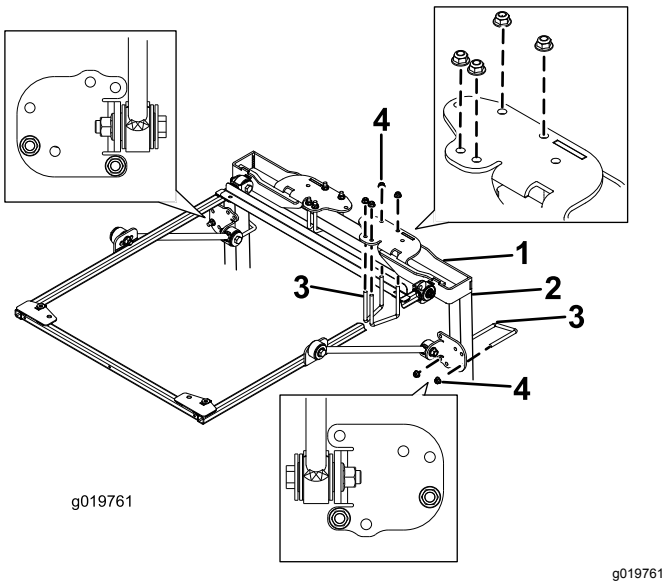

Figura 3
4. Posicione os suportes de montagem do ROPS na parte superior da barra de segurança da unidade de tração (Figura 3).
5. Utilizando os furos de montagem mostrados na Figura 3, monte cada suporte de montagem do ROPS na parte superior da barra de segurança com 2 cavilhas em U (4 pol.) e 4 porcas flangeadas.
6. Utilizando os furos de montagem mostrados na Figura 3, monte sem apertar completamente cada um dos suportes de cinta às colunas da barra de segurança com uma cavilha em U (4 pol.) e duas porcas flangeadas.